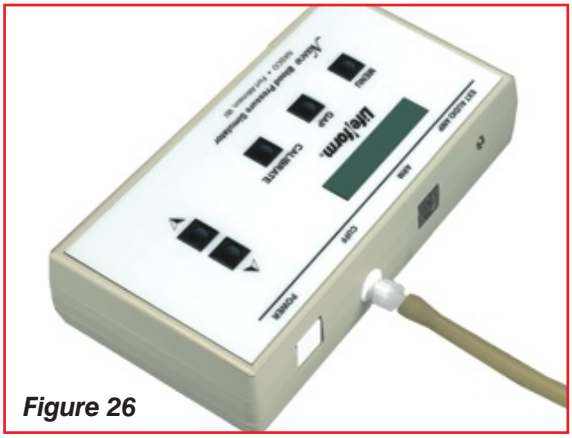

Figure 26
2. Attach this end of the pressure line to the female luer fitting assembled at the top of the electronic control unit marked CUFF. ***(See Figure 26.)***